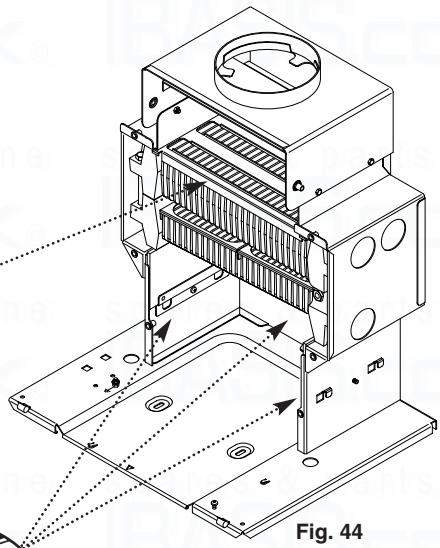

Fig. 44
2. Remove the side and rear insulation pieces by undoing the screws retaining the support brackets and sliding the rear bracket to the left and both side brackets forward (Fig. 44, 45,46 & 47).